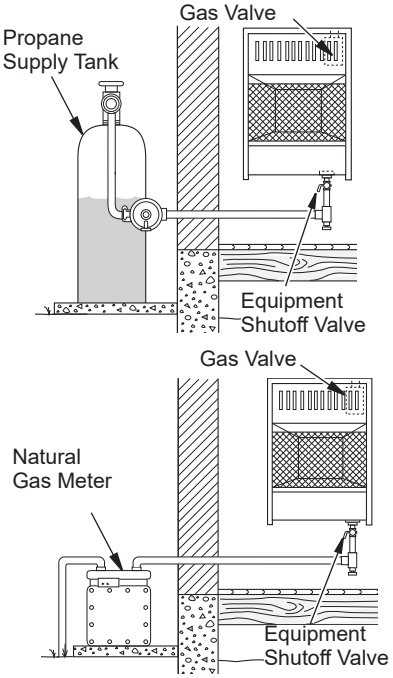

Figure 17 - Fuel Supply
3. Check all joints from propane tank to equipment shutoff valve (see Figure 17). Apply a noncorrosive leak detection fluid to all joints. If bubbles form, there is a leak.
4. Check all joints from equipment shutoff valve to control valve (see Figure 17). Apply a noncorrosive leak detection fluid to all joints. Bubbles forming show a leak.